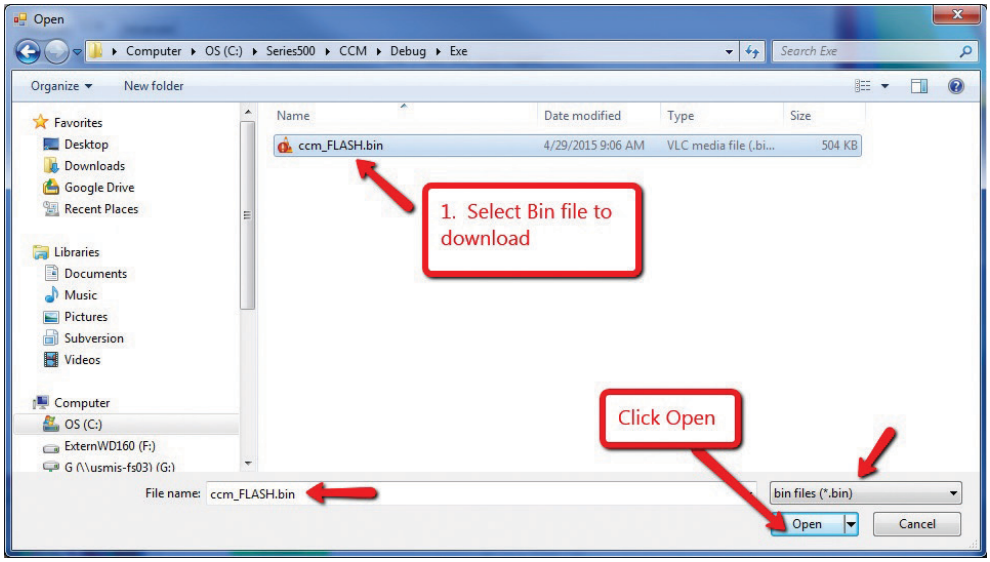

Figure 11 Open BIN File
11. Navigate to the directory that holds the BIN file you want to download. Select that file and click open. See Figure 11.